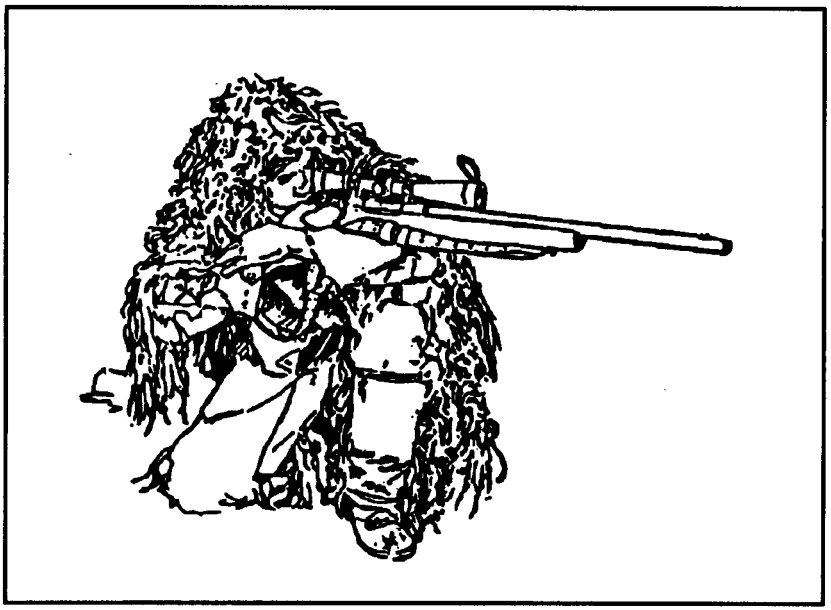

Figure 3-4. Kneeling unsupported position.
(3) ***Kneeling unsupported position.*** The kneeling unsupported position (Figure 3-4, page 3-6) is assumed quickly. It places the sniper high enough to see over small brush and provides for a stable position.